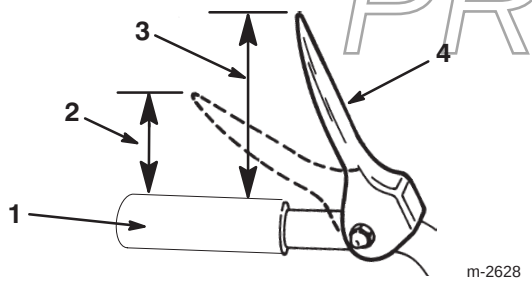

Figur 12
5. Mät avståndet mellan överdelen på handtaget och underdelen av matarskruv/impellerreglaget. Avståndet ska vara ca 10 cm såsom framgår av figur 12.